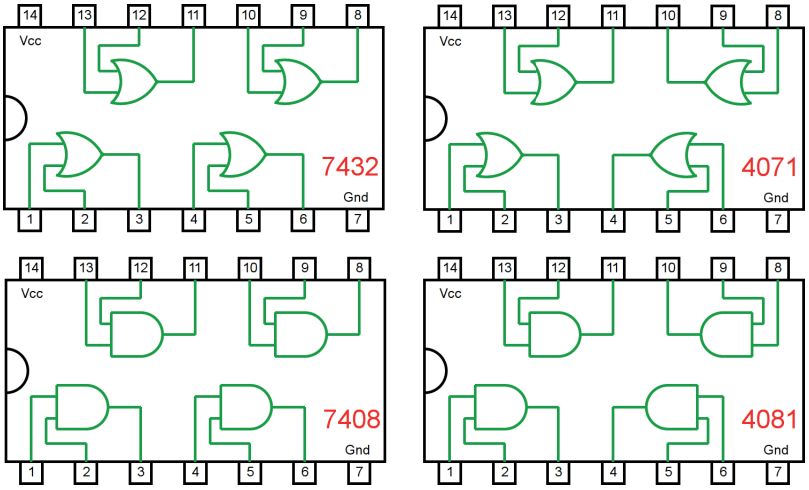

Figura 4.32 – Circuitos integrados TTL e CMOS.
a) Coloque os circuitos integrados (TTL e/ou CMOS da figura 4.32) nas posições indicadas.
d) Conecte os fios verdes. Os fios verdes estão conectados ao terra e portanto fornecendo valor lógico (0) às entradas de todas as portas do CI.